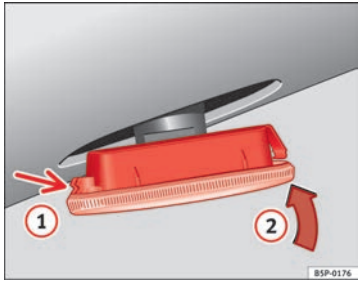

Fig. 163 Side turn signals
- First fit the turn signal in the opening in the chassis, fastening the tabs (1) ⇒ fig. 163, and then fit in the bulb as shown by the arrow (2) ⇒ fig. 163. ■